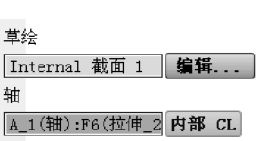

图 3-33　【放置】选项卡
(5) 单击【草绘】选项卡的 ✔ 按钮，退出草绘状态。此时【旋转】操控面板中的【放置】选项卡如图 3-33 所示。
(6) 在【旋转】操控面板中设置计算旋转角度的方式为 ⊥，即关于草绘平面单向旋转。
(7) 在【旋转】操控面板中设置旋转特征的旋转角度为 360.0。
(8) 在【旋转】操控面板中单击【移除材料】按钮，设置移除材料。